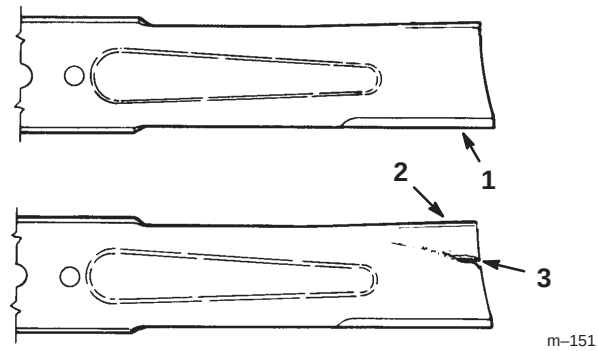

Figure 29
1. Inspectez les tranchants des lames (Fig. 29). Si les lames ne sont pas tranchantes ou si elles présentent des indentations, déposez-les et aiguisez-les (voir Aiguisage des lames, page 30).
2. Inspectez les lames, surtout la partie incurvée (Fig. 29). Remplacez immédiatement toute lame endommagée, usée ou qui présente une entaille (repère 3 de la Fig. 29).